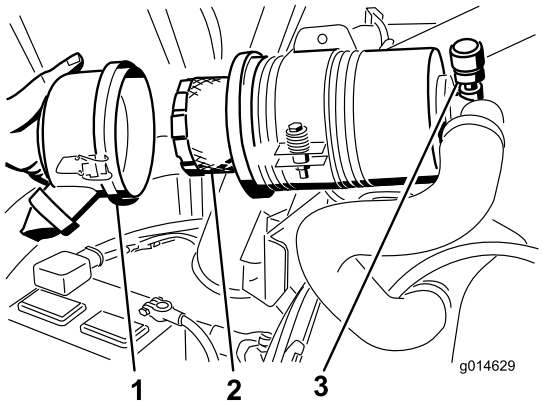

Figuur 51
3. Verwijder en vervang het filter (Figuur 51).